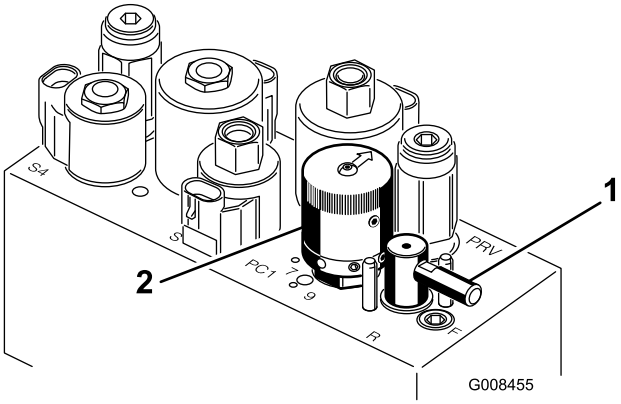

Figur 49
5. Vrid slipningsspaken till läget ”R” (Figur 49).
6. Vrid cylinderhastighetsreglaget till inställningen 1 (Figur 49).